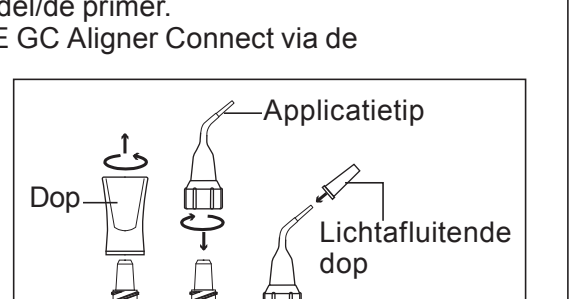

Fig. 1
1. Houd de spuit rechtop en verwijder de dop door deze linksom te draaien (Fig. 1).